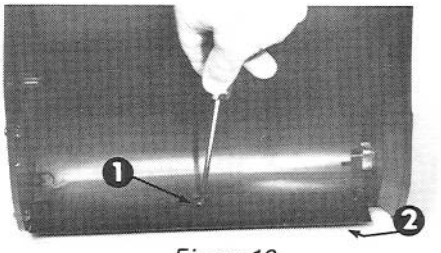

Figure 16
1. Remove the rotor; refer to Replacing Rotor, page 8 items 1 through 3.
2. Remove the three screws and locknuts used to hold the scraper blade in place. Remove scraper blade (Fig.16).